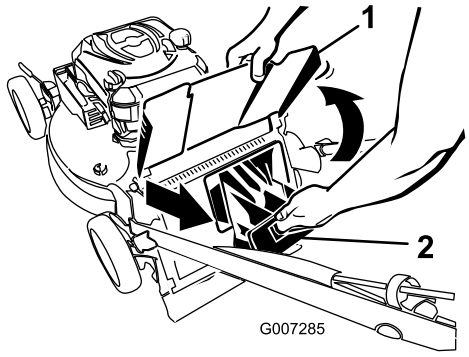

Bild 20
2. Heben Sie den Auswurfkanal an und halten ihn hoch (Bild 20).
3. Ziehen Sie die Heckauswurfklappe ab (Bild 20).